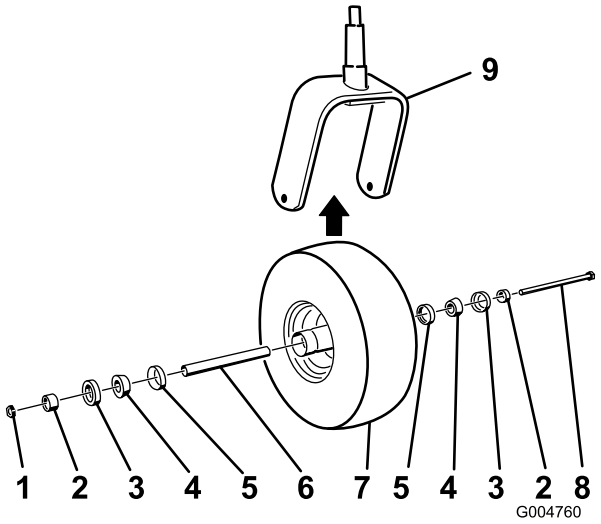

Figur 48
2. Skru låsemøtrikken af bolten, der holder styrehjulsenheden fast i styrehjulsgaflen (Figur 48).
5. Saml styrehjulet ved at skubbe konuslejet og lejetætningerne, der er godt pakket med fedt, ind i hjulnavet. Delene skal være placeret som vist i Figur 48.